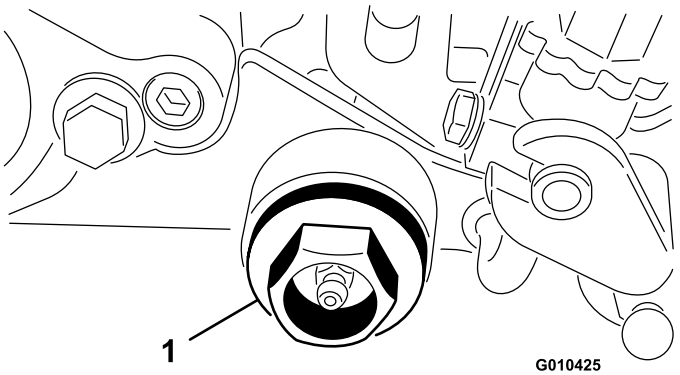

Figuur 36
10. Verwijder de dopplug van de groomerbehuizing (Figuur 36).